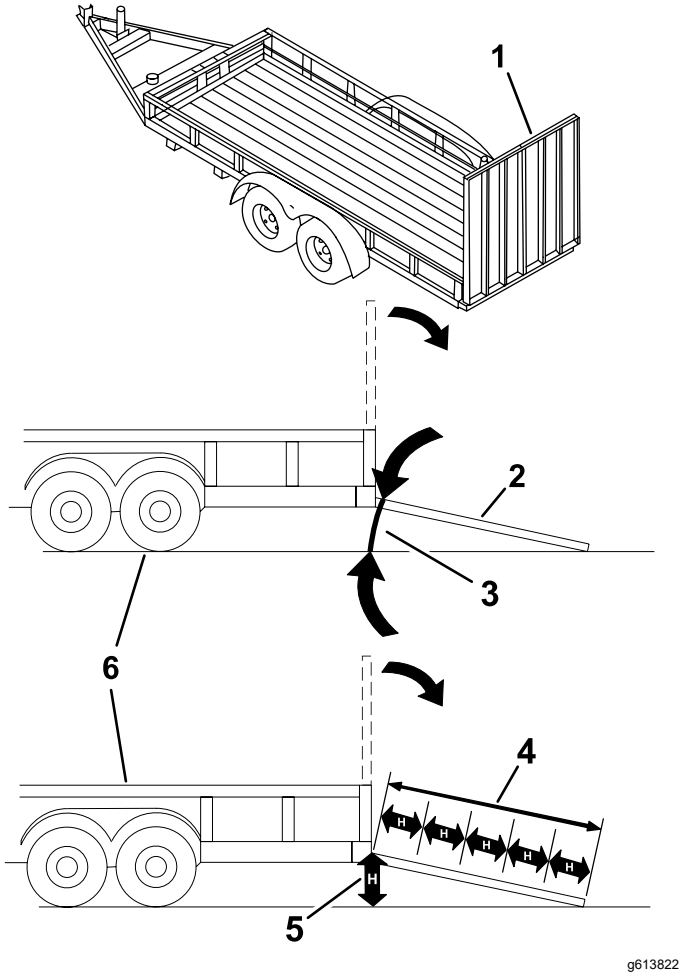

Figure 28
Loading a machine onto a trailer or truck increases the possibility of tip-over and could cause serious injury or death (Figure 28).
3. Lower the ramp (Figure 28).
1. Lower the ramp, ensuring that the angle between the ramp and the ground does not exceed 12 degrees (Figure 28).